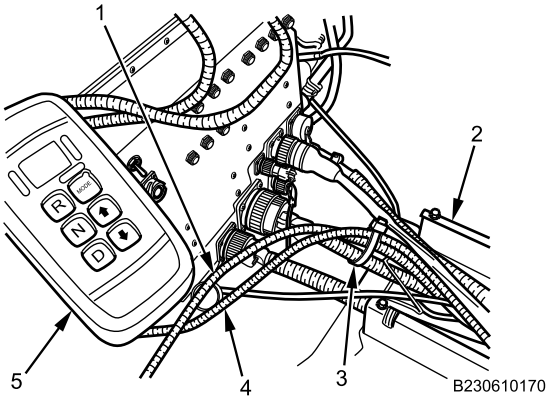

Figure 11. 12V Power Outlet Harness.
4. Route 12V feed harness (Figure 11, Item 1 and 4) from driver selector console (Figure 11, Item 5) through electrical harness storage duct (Figure 11, Item 2) and install new cable lock straps (Figure 11, Item 3).